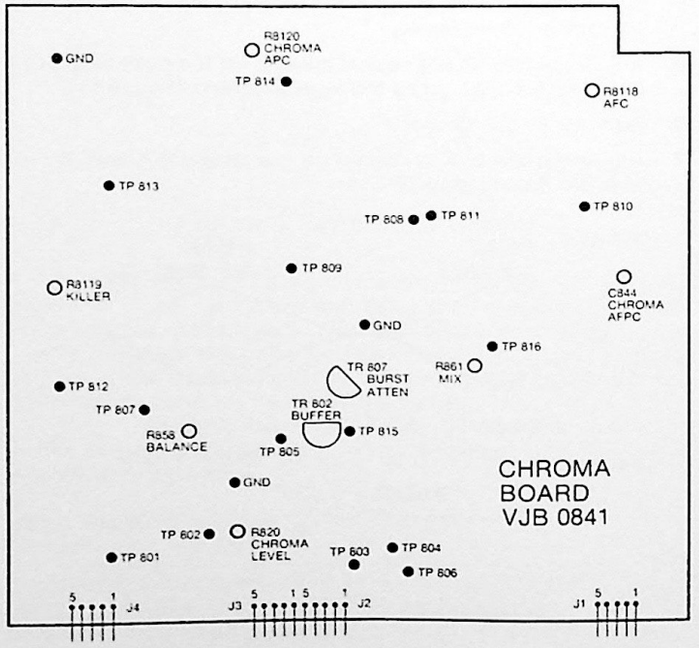

Figure 15. Chroma Board
8. Ground TP 502 on the FM Modulator Record and Head Amp board. Also ground TP 812 on the Chrominance Process board (Figure 15).